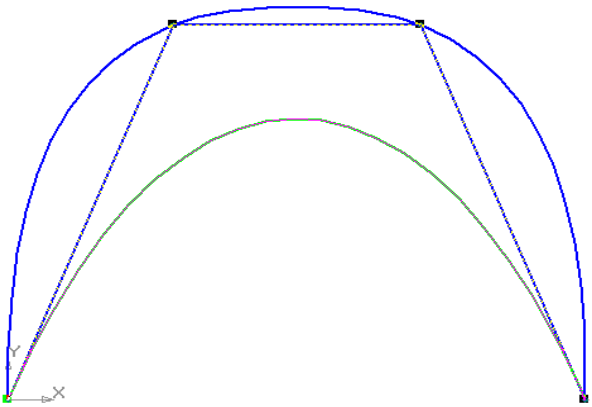

Рис. 9.7.
1) войдите в режим редактирования NURBS-кривой (рис. 9.7).